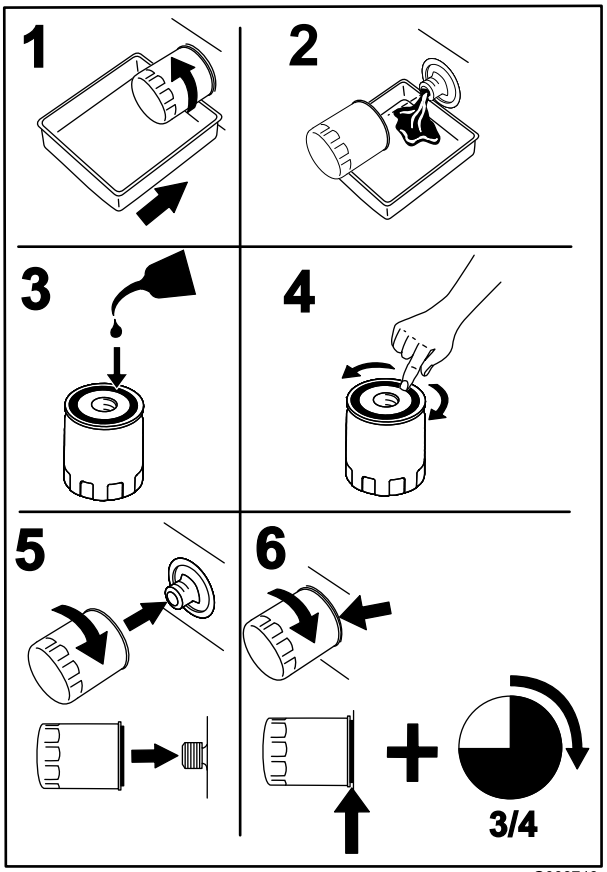

**Figur 39**
2. Skift motoroljefilteret (Figur 39).